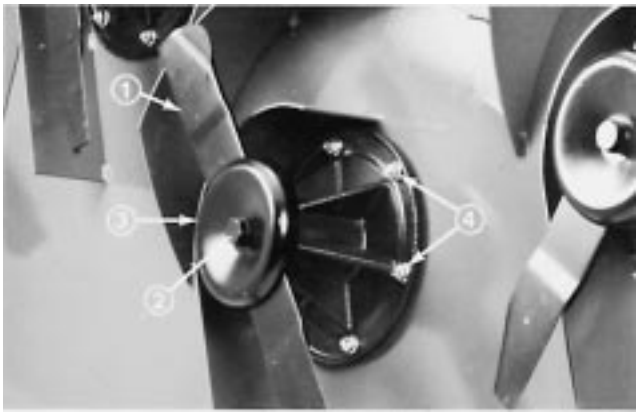

Figure 60
2. Using a rag or thickly padded glove, grasp end of blade. Remove blade bolt, lockwasher, anti–scalp cup and blade from spindle assembly (Fig. 60).